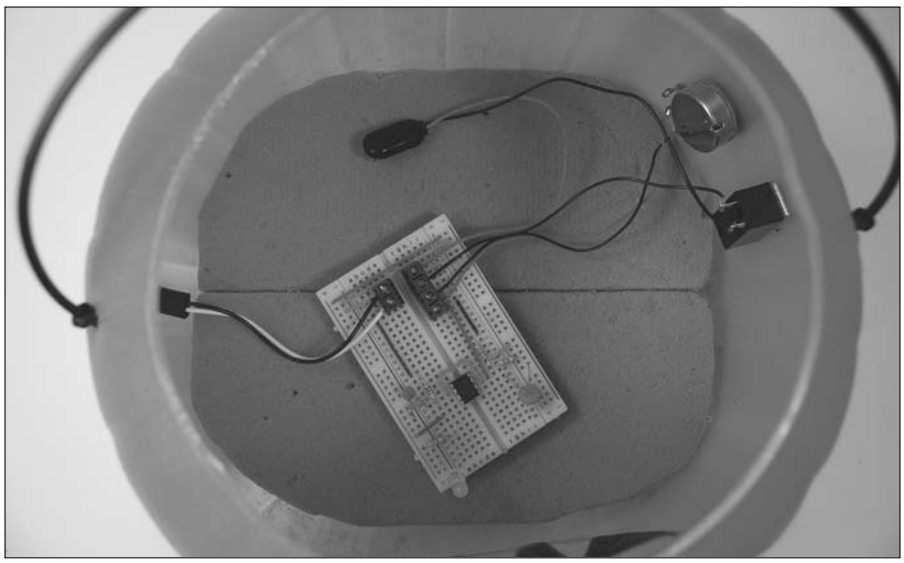

Figure 9-15: The silent pumpkin with the electronics installed.
11. **Use a mini hacksaw or a utility knife to shape foam blocks so that they fit inside the bottom of the pumpkin, as shown in Figure 9-15.**
Because this pumpkin probably won't move around much, we just chose to lay the breadboard on the foam, as shown in Figure 9-15.